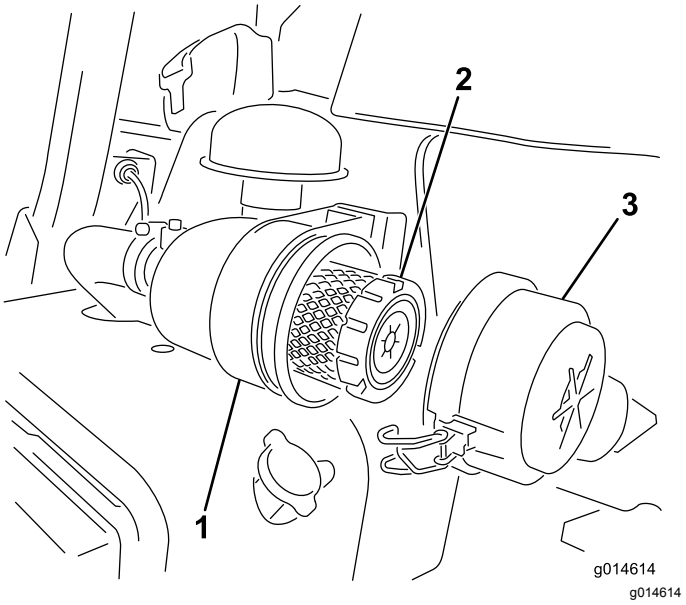

Figur 23
1. Åbn låsene, der fastgør luftfilterdækslet til luftfilterhuset (Figur 23).
7. Fastgør låsene (Figur 23).